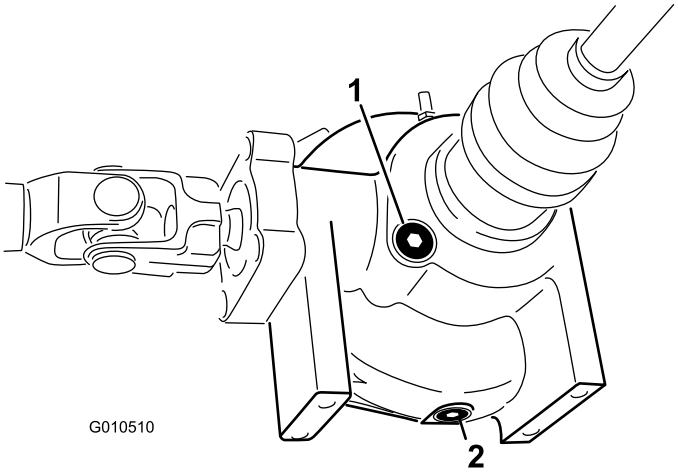

Figur 50
2. Gör rent runt avtappningspluggen på differentialens ena sida (Figur 50). Placera ett kärl under avtappningspluggen.